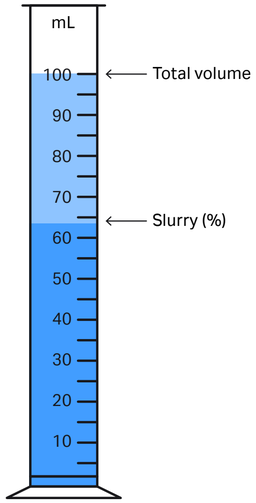

Fig 1.5. A graduated cylinder can be used for determination of slurry concentration for gravity-settled beds.
3. Immediately fill a calibrated container, such as a 100 mL graduated cylinder (Fig 1.5), with a representative sample from the resin container and allowed to sit undisturbed overnight or until the resin has completely settled. Perform in triplicate samplings from different locations within the bulk container to normalize local concentration effects.